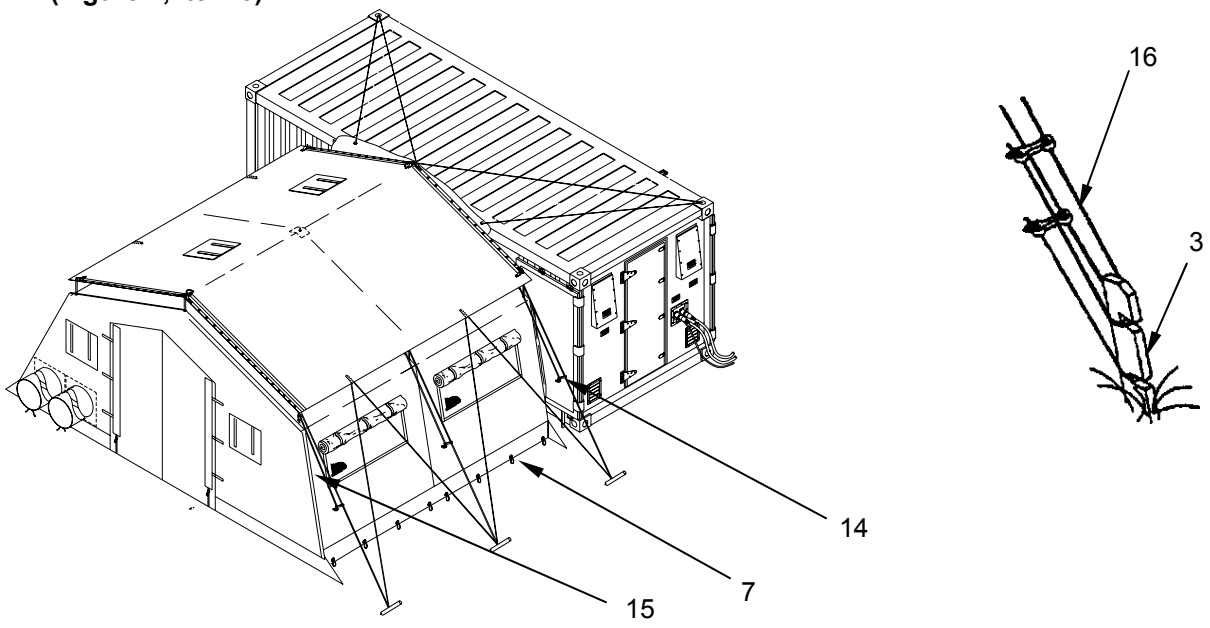

Figure 4. Remove Stakes and Tent Pins.
5. Remove the stakes from rear of TEMPER section **(Figure 4, Item 14)** and remove footstop tent pins **(Figure 4, Item 7)**.
6. Disconnect all becket laces **(Figure 4, Item 15)** up to eave.
10. Release tension from guy lines **(Figure 4, Item 16)** at eaves and disconnect from wooden stakes **(Figure 4, Item 3)**.